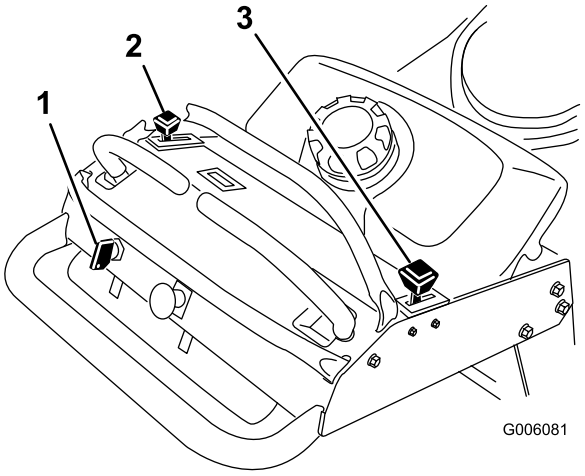

**Figure 8**
4. Placez la manette d'accélérateur en position haut régime et la manette de starter en position activée avant de démarrer le moteur s'il est froid (Figure 8).
2. Placez la manette d'accélérateur en position de bas régime (Figure 8).